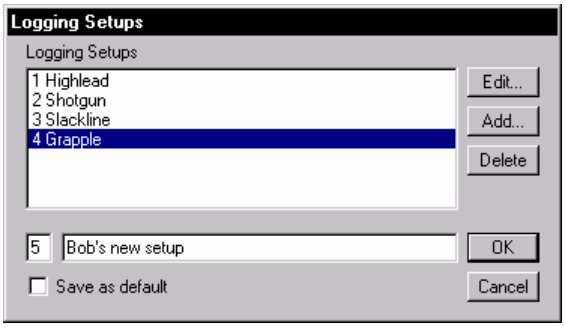

Figure 14.18 Logging Setups list dialog box
6. Type a new index number, **5**, and title, **Bob's New Setup**, as shown in Figure 14.18. Press the *Add* button to open Logging Setups dialog box.
NOTE: Before you exit the Logging Setups dialog box, check the *Save as default* check box, Figure 14.18. If you do not check this item your setups will only be saved with the current Terrain. If you check *Save as default* your setups will also be saved in the **C:\Program File\Softree\RoadEng\cables.prm** file and will be available for the future.